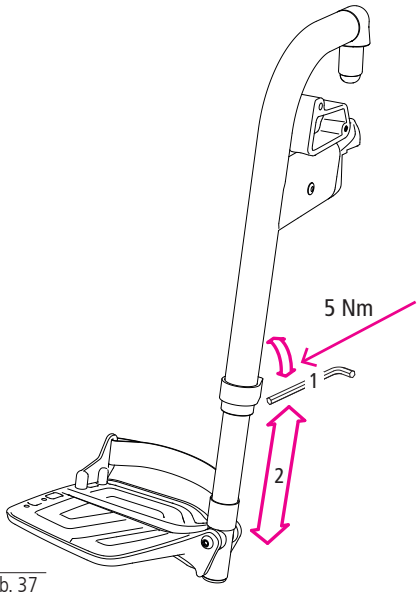

afb. 37
1. Draai inbusbout aan de achterkant (1, afb. 37) in één à twee slagen los. De buis van de voetplaat is nu vrij en kan omhoog of omlaag worden bewogen.
2. Als u de juiste hoogte hebt gevonden (2, afb. 37), draait u de bout weer aan (5 Nm) (1, afb. 37).